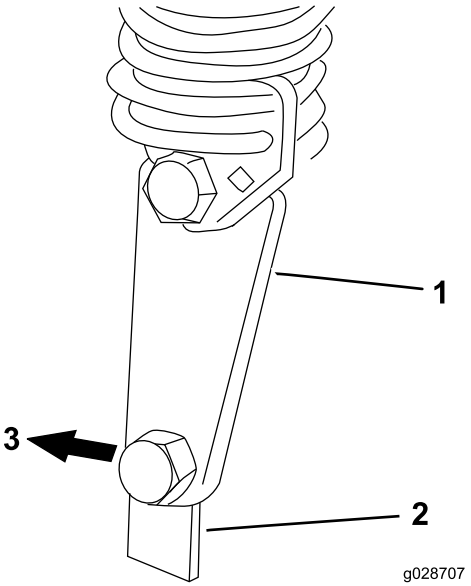

Figur 16
7. Start motoren, og hev rammen. Fest motvektsfjærens kneledd til klippeenhetens fjærbrakett med skulderbolten og låsemutteren du fjernet tidligere (Figur 16).